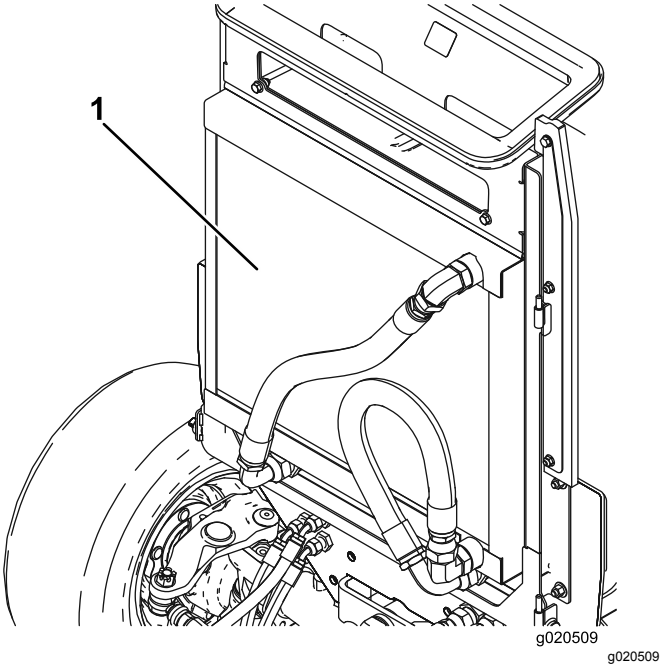

**Figur 73**
3. Rengör noga på båda sidor om oljekylaren och kylaren (Figur 73) med tryckluft. Börja framifrån och blås skräpet bakåt. Rengör sedan bakifrån och blås framåt. Upprepa detta flera gånger tills alla beläggningar och allt skräp har försvunnit.